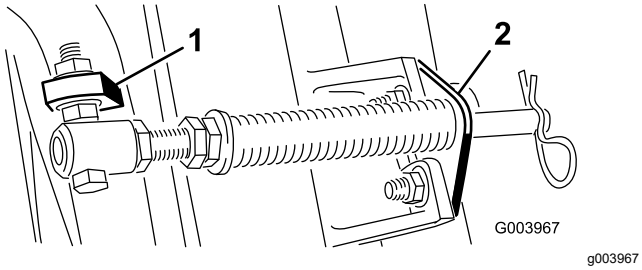
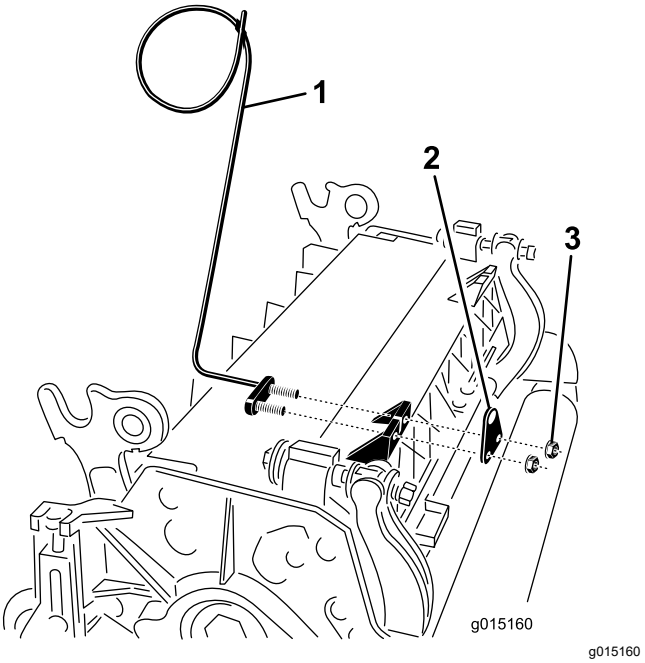

Figur 11
Figur 13
C. Monter skruen til fjærrøret på motsatt tapp på bærerammen og fest med flensmutteren. Skruehodet skal plasseres på utsiden av tappen som vist i Figur 11.
D. Monter stangbraketten til klippeenhetstappene med låseskruene og mutterne (Figur 11). På klippeenheten, monter venstre slangefører på fremsiden av klippeenhetstappene når du monterer stangbraketten igjen (Figur 13).